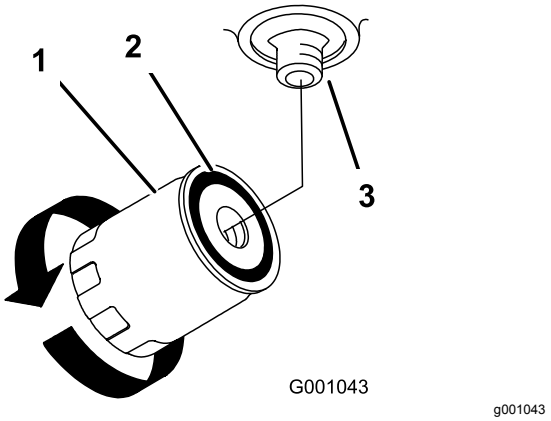

**Figuur 101**
7. Smeer een dun laagje hydraulische vloeistof op de rubberen pakking van het nieuwe filter (Figuur 101).
9. Vul de hydraulische tank met hydraulische vloeistof totdat de vloeistof over het filter stroomt. Draai vervolgens het vloeistoffilter rechtsom totdat de rubberen pakking contact maakt met het filtertussenstuk. Draai het filter daarna met de hand nog een extra ½ slag vast (Figuur 101).